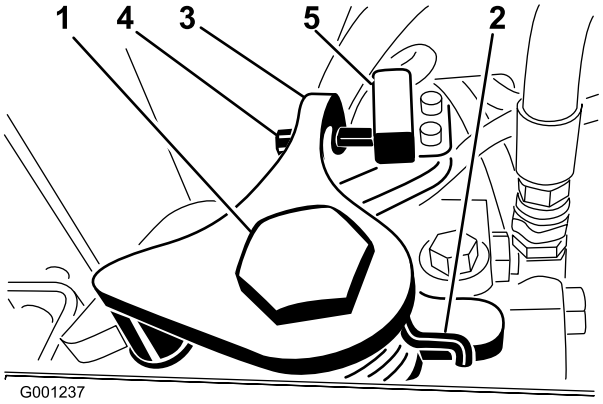

Figur 57
3. Lossa fästskruven på den motsatta sidan av justeringskammen för hjuldrivning (Figur 57).
9. Justera skruven på neutralretursarmen (Figur 57) tills gapet mellan skruvänden och brytarkontakten är 2,3 till 3 mm.